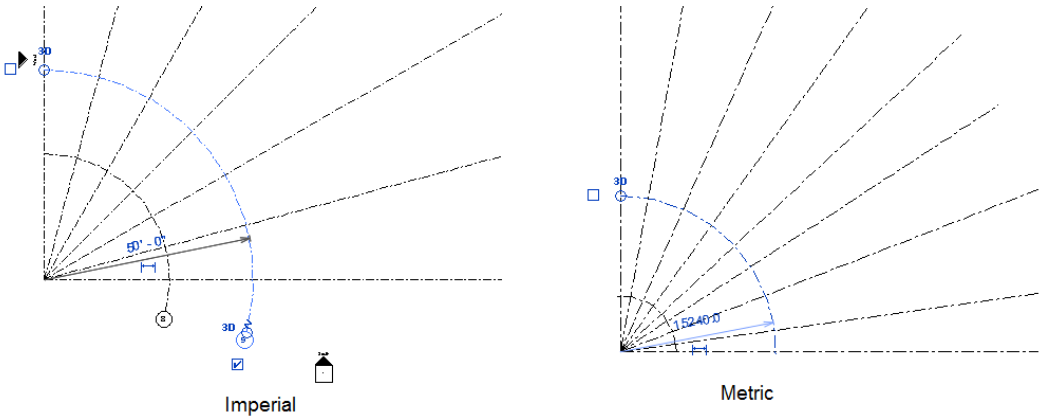

Figure 3-60 *The curved grid lines created*
19. Now, repeat steps 15 to 18 to create a curved grid line with a radial distance of **50'** (or **15240 mm** in Metric) from the start point of the first grid, refer to Figure 3-60.